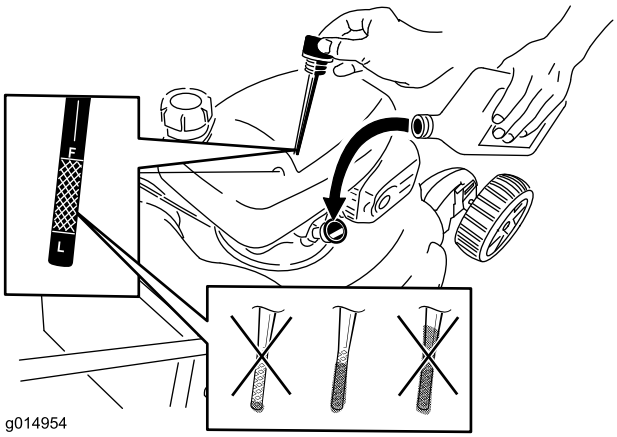

Figur 37
6. Fjern peilestaven fra oljefyllingsrøret (Figur 37).
12. Ta ut peilestaven, og kontroller oljenivået. Se Figur 37.
- Hvis oljenivået er for lavt, fyll langsomt på litt olje i oljepåfyllingsrøret, og gjenta så trinn 10 til og med 12 til oljenivået er korrekt, som vist i Figur 37.